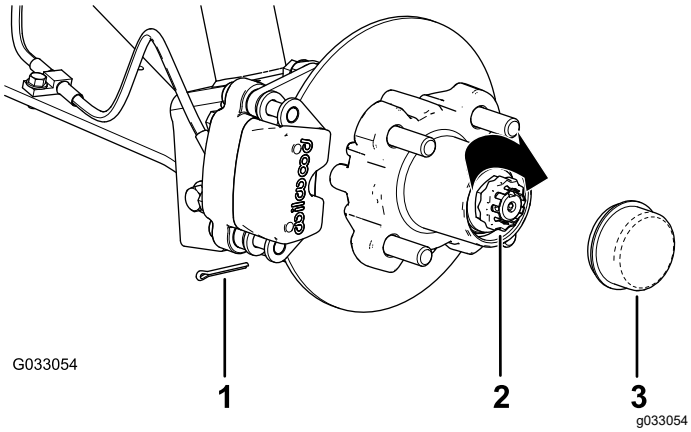

Figuur 32
8. Monteer de borgschroef over de moer en controleer de uitlijning van de sleuf in de schroef en de opening in de as voor de borgpen (Figuur 32).
9. Monteer de borgpen en plooi beide uiteinden rond de borgschroef (Figuur 32).
10. Plaats de stofkap op de naaf (Figuur 32).